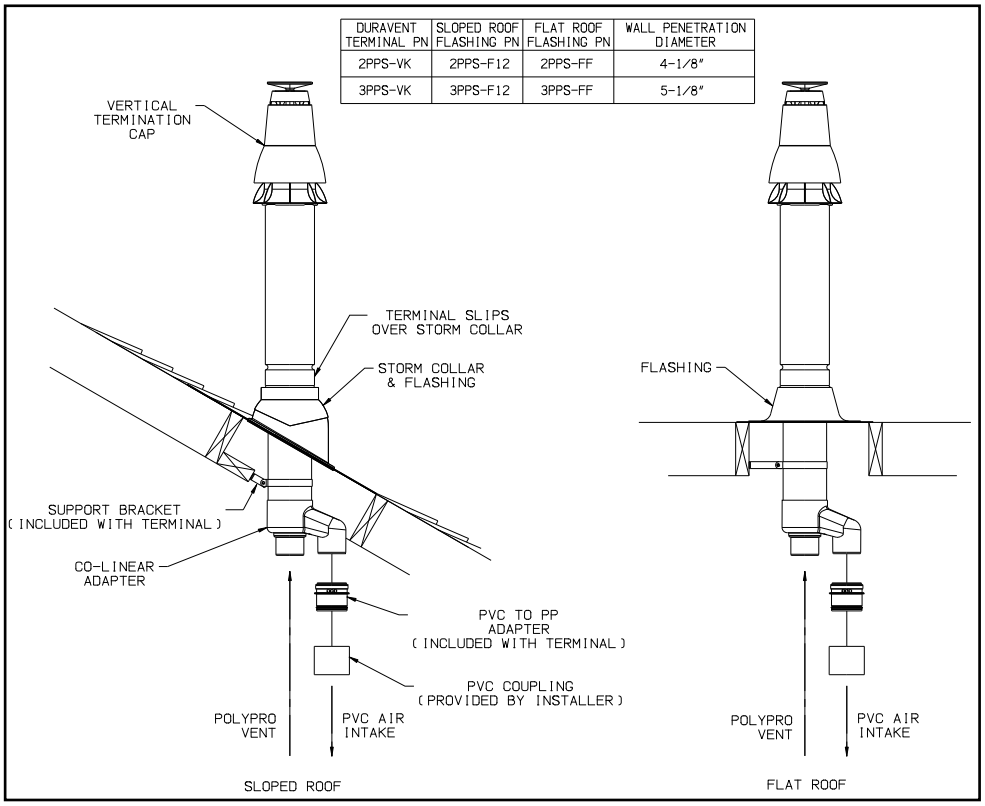

Figure 7.39: Installation of Duravent PolyPro Concentric Terminal Through Roof
7. Vertical Installations using PolyPro Vertical Concentric Termination Kit #2PPS-VK or #3PPS-VK (Figure 7.39):
b. Use a roof flashing and storm collar to prevent moisture from entering the building. See Figure 7.39 for the model number of the flashing to be used depending on the type of roof. Seal the roof flashing to the roof using generally accepted practice for the type of roof on the installation.